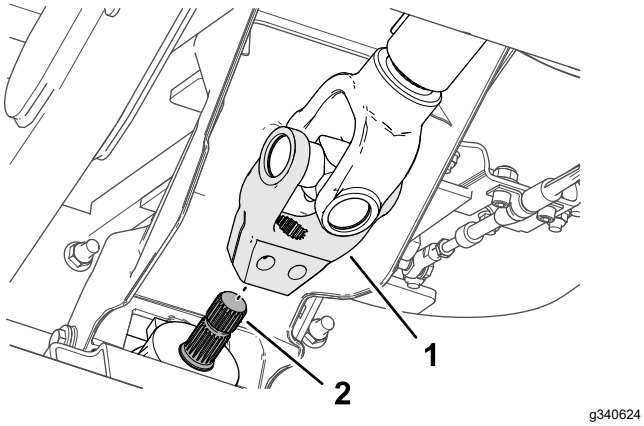

Figura 16
5. Alinee las acanaladuras de la horquilla del árbol de transmisión con las acanaladuras del eje de entrada del accesorio (Figura 16) y deslice la horquilla sobre el eje.